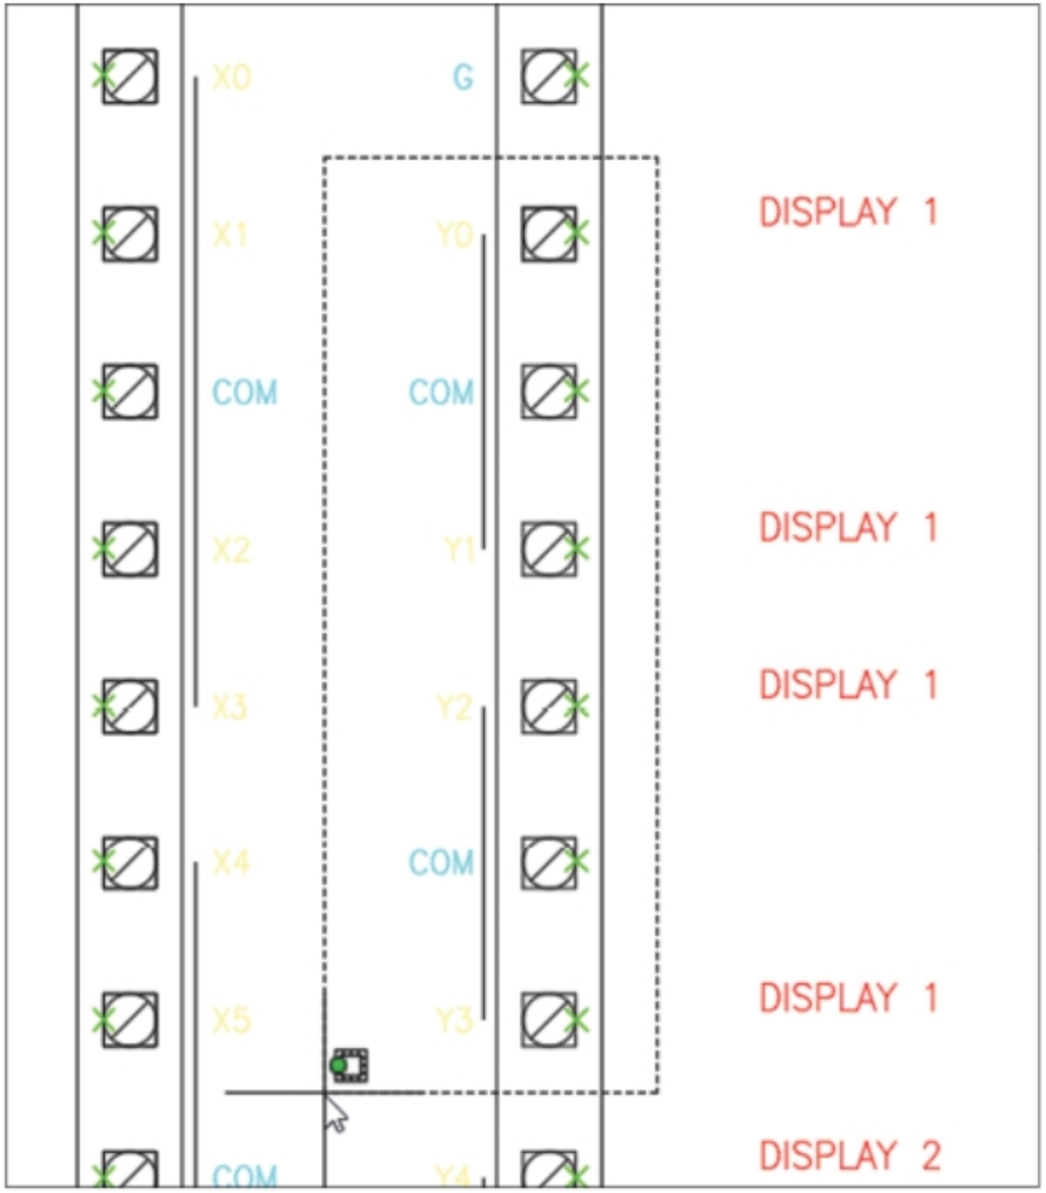

Figure-31. Selection window for Display 1 points
- Create a window selection covering all the output points of Display 1 as shown in Figure-31 and press **SPACEBAR**, the wires will get attached to cursor.